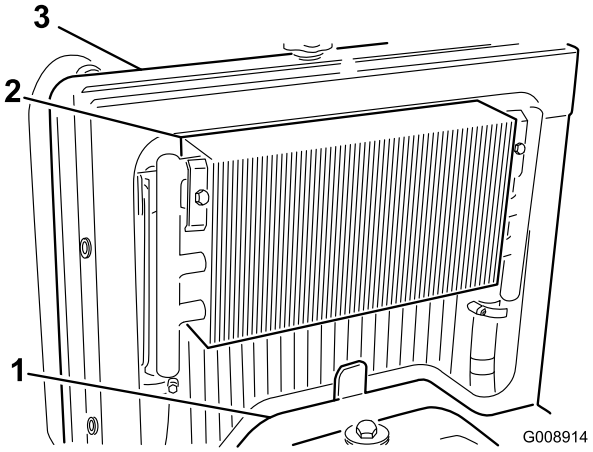

Figuur 52
2. Verwijder het inspectieluik (Figuur 52).